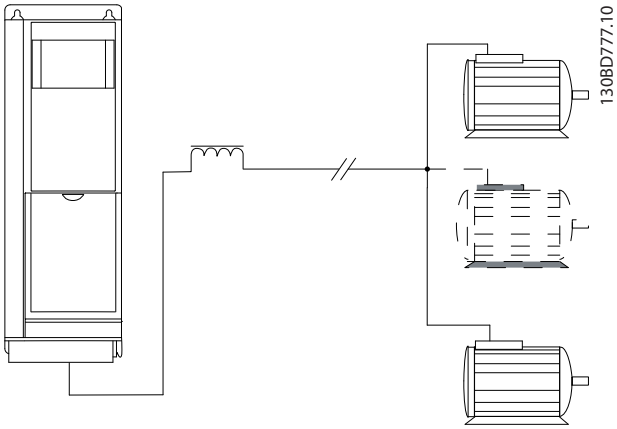
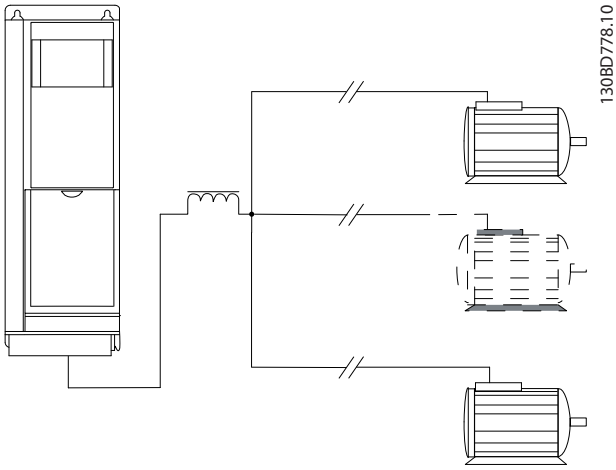

Ilustración 9.53 Cables paralelos con carga
Ilustración 9.54 Filtro LC para cables paralelos largos
- La longitud total del cable de motor detallada en la *Tabla 5.2* es válida siempre y cuando se mantengan cortos los cables paralelos (menos de 10 m cada uno), consulte la *Ilustración 9.53* y la *Ilustración 9.54*.
- Tenga en cuenta la caída de tensión en todos los cables de motor, consulte la *Ilustración 9.54*.
- Para cables paralelos largos, utilice el filtro LC, consulte la *Ilustración 9.54*.